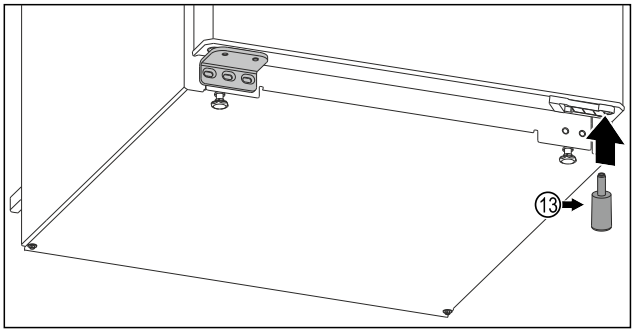

*Fig. 18 **
▶ Remontați distanțierul *Fig. 18 (13)* în partea inferioară dreaptă a ușii, deoarece este important pentru stabilitatea aparatului.*